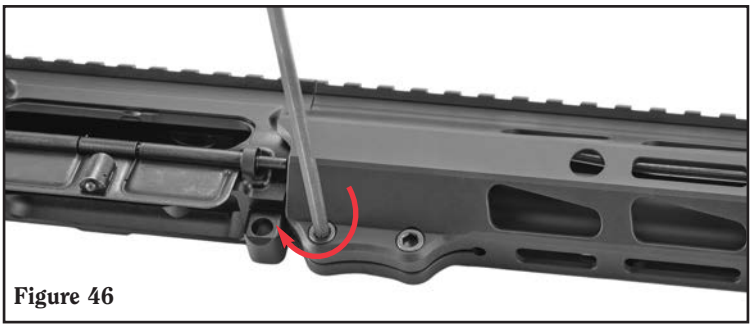

Figure 46
b. Using a 5/32" Allen wrench, install the two screws at the rear of the handguard by turning them clockwise in alternating intervals. Tighten each screw to 44-55 in-lbs. (See Figure 46.)